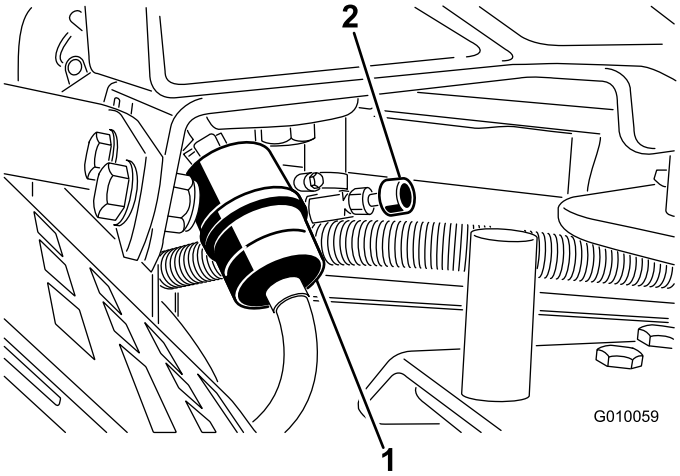

**Figur 51**
2. Luk brændstofafbryderventilen (Figur 51).
3. Klem slangeklemmernes ender sammen, og skub dem væk fra filteret (Figur 51).
5. Monter et nyt filter, og flyt slangeklemmerne hen til filteret (Figur 51).
7. Åbn brændstofafbryderventilen (Figur 51).
3. Løsn slangeklemmen ved brændstoffilteret, og før den op ad brændstofrøret væk fra brændstoffilteret (Figur 51).
4. Træk brændstofrøret af brændstoffilteret (Figur 51). Åbn brændstofafbryderventilen, og lad benzinen løbe ud i en brændstofdunk eller drænbakke.
5. Monter brændstofrøret på brændstoffilteret. Før slangeklemmen hen til brændstofventilen for at fastgøre brændstofrøret (Figur 51).